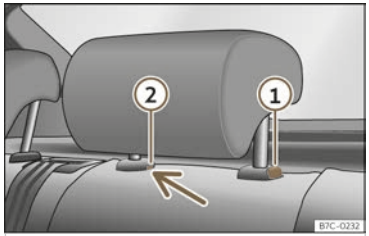

Fig. 98 Rear headrest: removal.
- Press button ››› Fig. 98 (1), while simultaneously pressing on the safety hole (2) with a flat screwdriver a maximum of 5 mm wide, and remove the headrest.